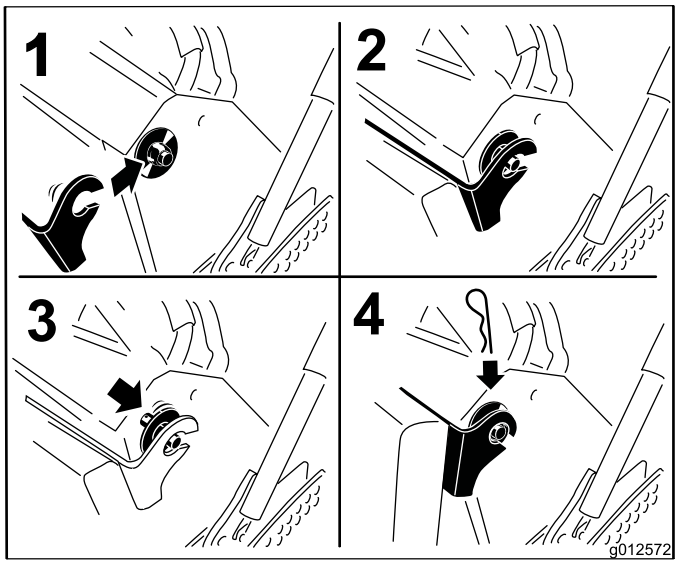

Figura 36
6. Levante el cojín y deslícelo sobre los pasadores en cada lado de la máquina (Figura 36).
7. Introduzca las arandelas grandes con casquillos de plástico en los soportes del cojín y sujételos con chavetas (Figura 36).